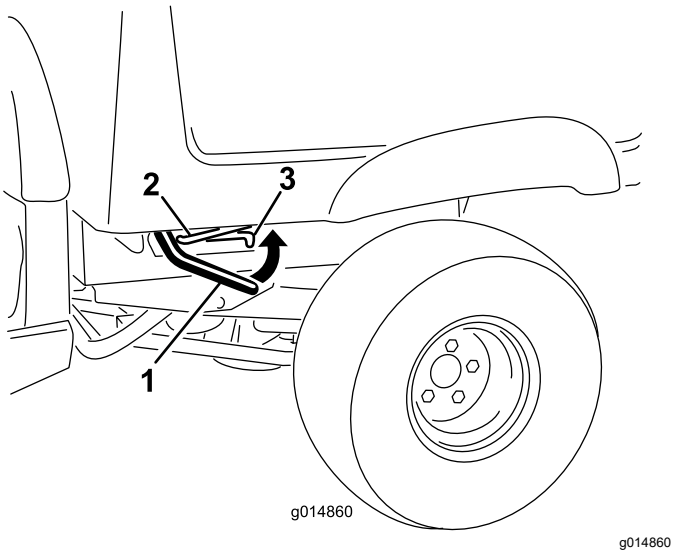

Figur 1
4. För spaken på lastflakets båda sidor uppåt och höj upp flaket (Figur 1).